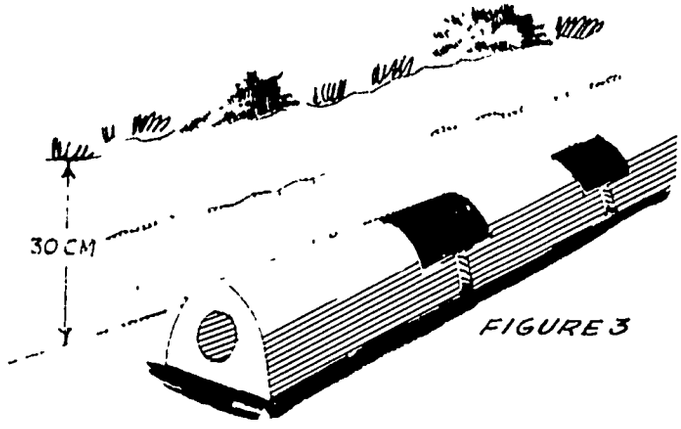

FIGURE 3
3. Put a piece of tar paper (or used linoleum) over each joint (see Figure 3) to keep the dirt out of the line. A piece 5cm x 12.5cm (2" x 5") is large enough. Cut with tin snips.